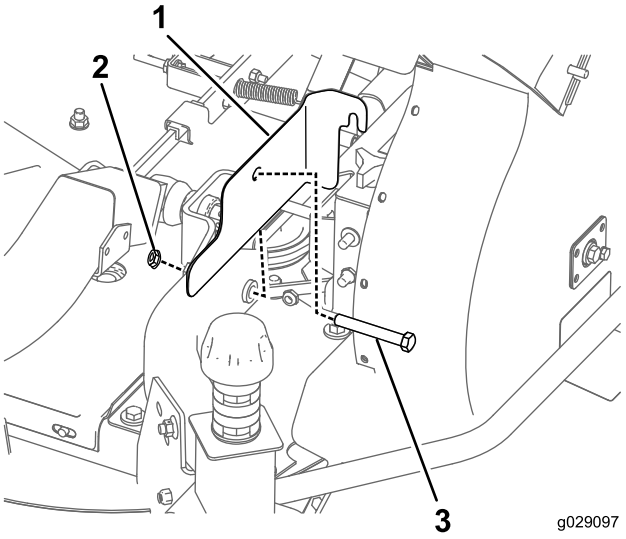

Figura 25
1. Instale a proteção da correia na máquina (Figura 25).